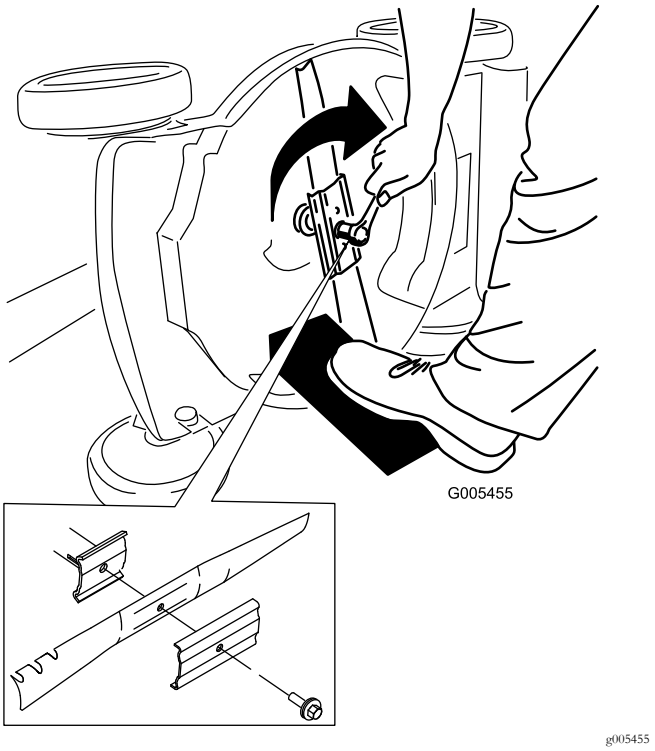

Figure 35
5. Montez la nouvelle lame et toutes les fixations (Figure 35).